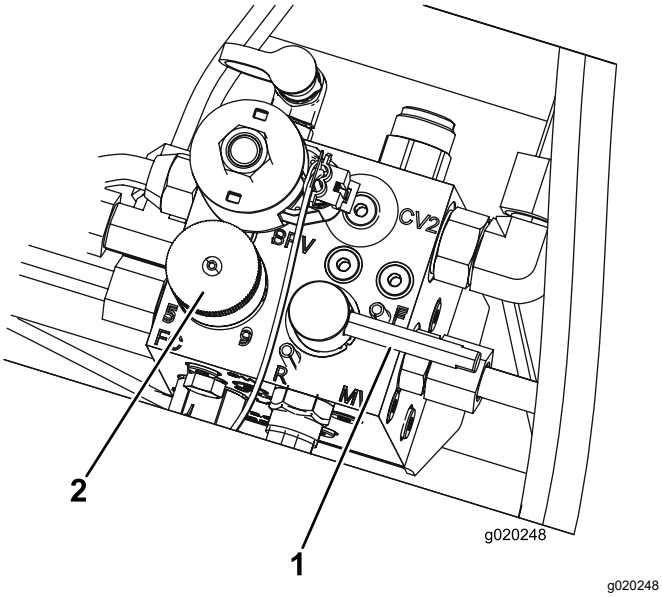

Rysunek 85
5. Przełącznik regulacji obrotów wrzecion przestaw w pozycję 1 (Rysunek 85).
6. Ustaw dźwignię ostrzenia w położenie R (ostrzenie wsteczne) (Rysunek 85).